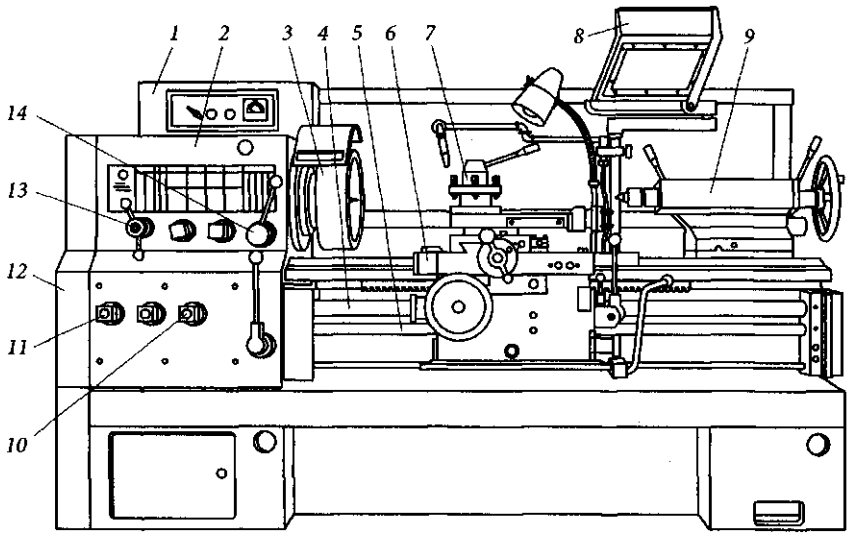

Рис. 4.1. Токарно-винторезный станок мод. 16К20:
В машиностроении наиболее распространен **токарно-винторезный станок** мод. 16К20 (рис. 4.1). Все узлы этого станка смонтированы на станине. С левой стороны станины жестко закреплена передняя бабка *2*, в которой размещена коробка скоростей, представляющая собой мно-
- установите рукоятку *13* (см. рис. 4.1) в положение, соответствующее тому диапазону, в котором находится заданная частота вращения шпинделя, а рукоятку *14* — в положение, соответствующее заданной частоте вращения шпинделя;